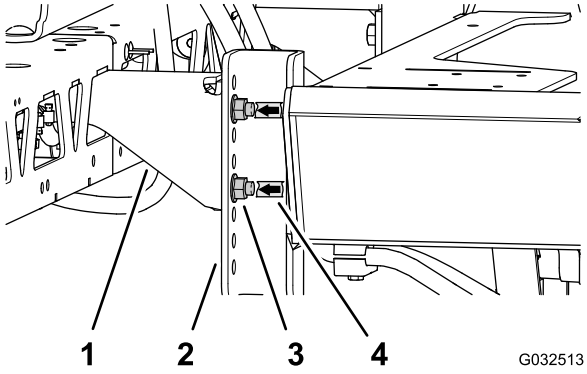

Figuur 68
3. Gebruik een stukje plakband om de gaten aan te duiden waar de 4 flenskopbouten (1/2 x 1-1/4 inch) en 4 flensborgmoeren (1/2 inch) de steunbeugels van de middelste spuitboom bevestigen aan de bevestigingskanalen van de machine (Figuur 68).